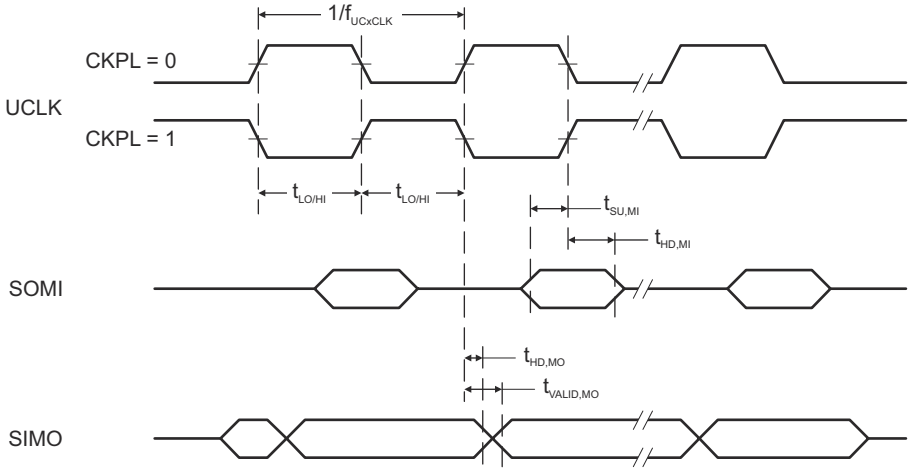
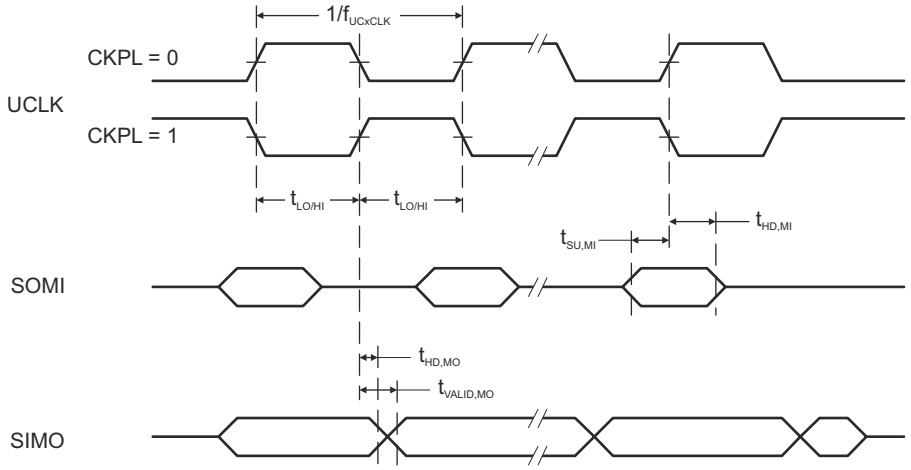

図 8-11. SPI Master Mode, CKPH = 0
図 8-12. SPI Master Mode, CKPH = 1
(see 図 8-11 and 図 8-12)
(2) Specifies the time to drive the next valid data to the SIMO output after the output changing UCLK clock edge. See the timing diagrams in 図 8-11 and 図 8-12.
(3) Specifies how long data on the SIMO output is valid after the output changing UCLK clock edge. Negative values indicate that the data on the SIMO output can become invalid before the output changing clock edge observed on UCLK. See the timing diagrams in 図 8-11 and 図 8-12.